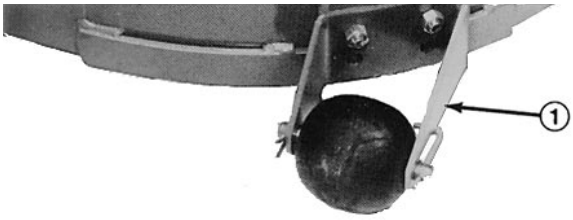

Fig. 2
1. Ta av mutrene som holder bakre valser til utsiden av klippeenheten (fig. 2).